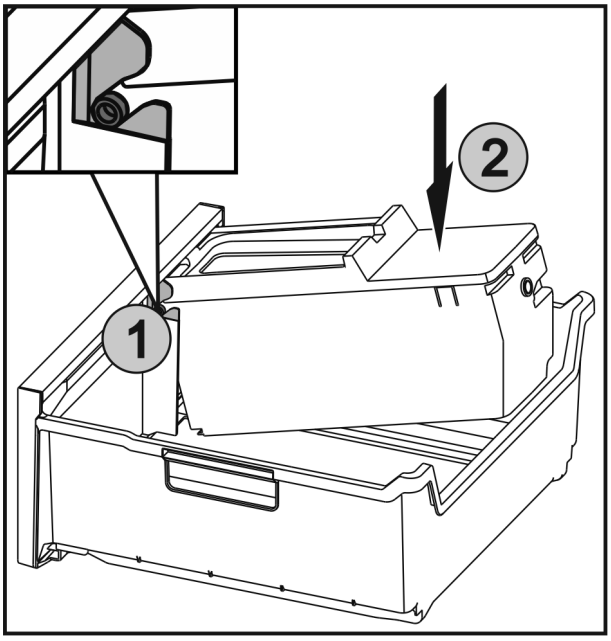

Fig. 53
▶ Вставить оси *Fig. 53 (1)* на EasyTwist-Ice в направляющие и вдавить заднюю сторону *Fig. 53 (2)* до фиксации накладки.